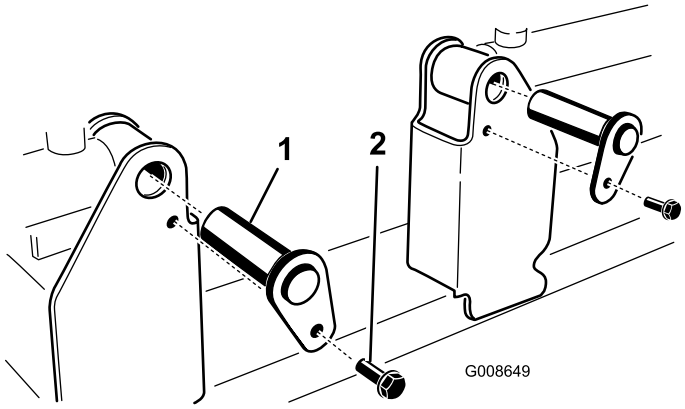

Figure 6
8. Remove the flange head screws and nuts securing the #4 and #5 lift cylinder pins to the frame (Figure 6).
9. Remove the lift cylinder pins securing the #4 and #5 lift cylinders to the frame (Figure 6).